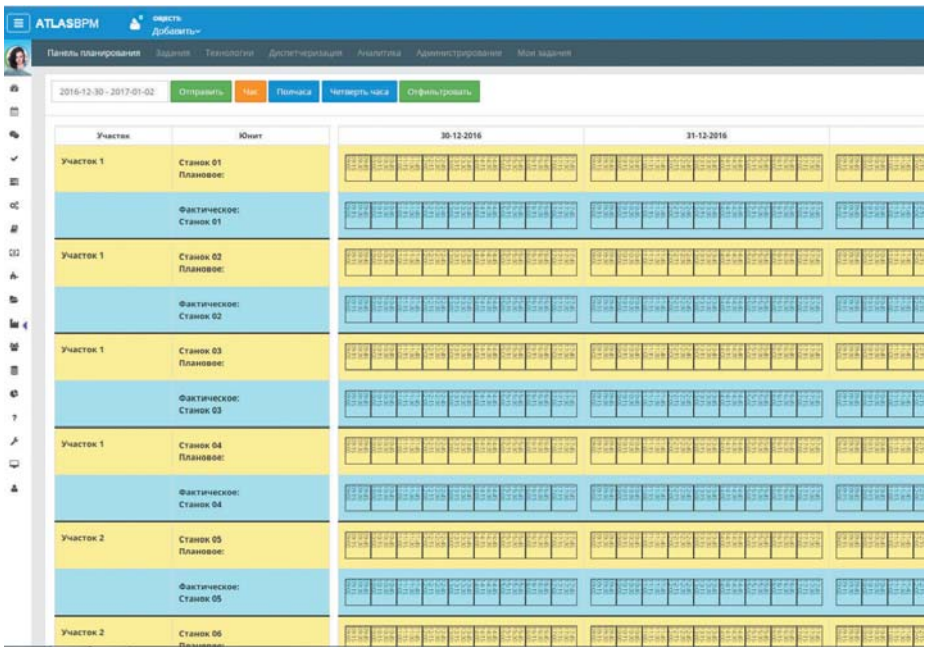

РИС. 2. ▲
3. Производственное планирование. Atlas MES позволяет автоматически распланировать задания на то время и те юниты, которые оптимально подходят для повышения производительности и выравнивания производственного потока. Специальная панель планирования (рис. 2) помогает эффективно загружать юниты, минимизировать простои и очереди, оптимизировать узкие места и тем самым повышать производительность участков и цехов. Этот модуль Atlas MES является ключевым.